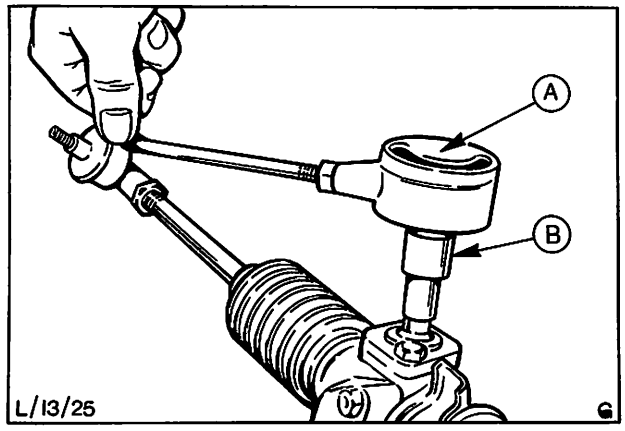

Abb. 30 Ritzeldrehmoment messen
15. Das zum Drehen des Ritzels erforderliche Drehmoment mit Drehmomentlehre 15-041 und Spezialnuß 13-004 messen, Abb. 30. Liegt das gemessene Drehmoment außerhalb des vorschriftsmäßigen Bereiches, so ist die Dicke des Scheibenpakets, wie vorher beschrieben, nochmals zu prüfen bzw. das Lenkgetriebe auf fehlerhafte Teile (wie feste Lager, Schmierstoffmangel usw.) zu kontrollieren.